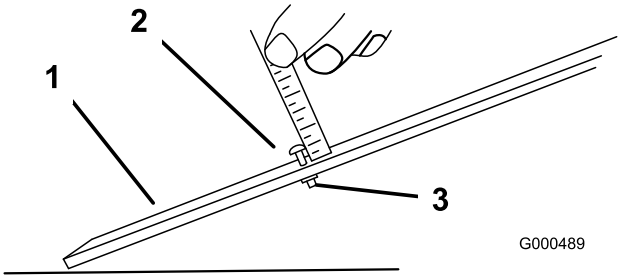

Figur 48
3. Løsne mutteren på høydemåleren (Figur 48), og fest justeringsskruen i ønsket klippehøyde. Klippehøyden er avstanden mellom bunnen av skruehodet og forsiden av stangen.